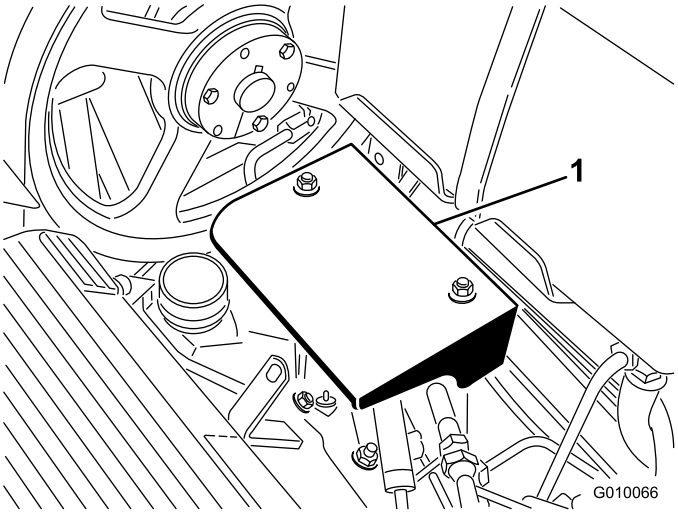

**Figur 56**
2. Ta bort pumpsköldens två monteringsmuttrar och ta bort skölden (Figur 56).